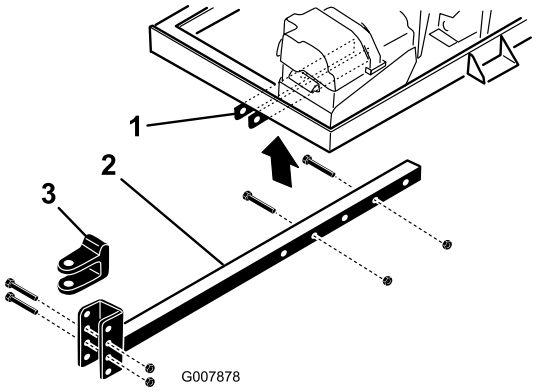

**Figur 5**
2. Sæt røret til bugsertrækket i stelbeslagene (Figur 5). Fastgør røret til stellet med to bolte (3/8 x 3 tommer) og flangemøtrikker (3/8 tomme).
- Fjern de bolte og låsemøtrikker, der fastgør bugsertrækkets gaffelbolt (Figur 5) til bugsertrækkets rør.
- Fjern de bolte og møtrikker, der fastgør bugsertrækkets rør til stelbeslagene (Figur 5).